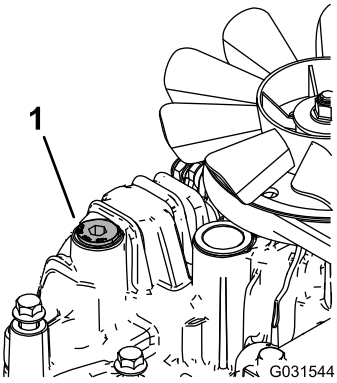

Figura 73
11. Afloje el tapón de ventilación de cada transmisión hasta que esté suelto y se mueva de un lado a otro (Figura 73).